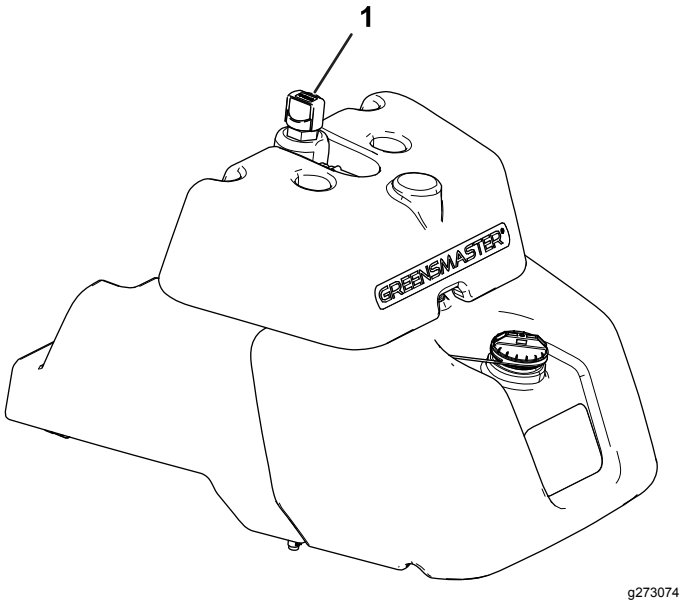

Figur 42
2. Find målepinden på toppen af hovedhydrauliktanken (Figur 42), og forsæt til trin 3.